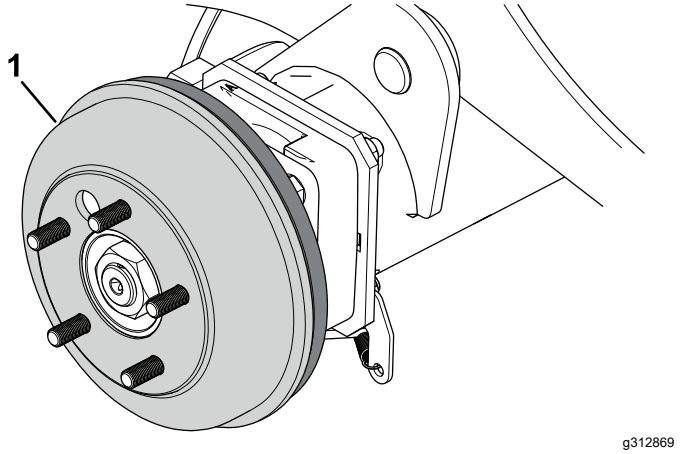

Figur 71
4. Fjern bremsetromlerne (Figur 71) med hånden.